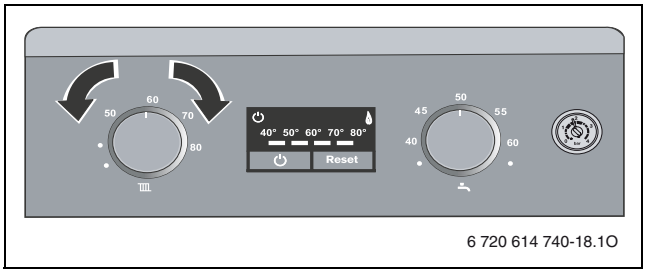

Bild 26
- Warmwasser-Temperaturregler in Mittelstellung drehen (→ Bild 26).